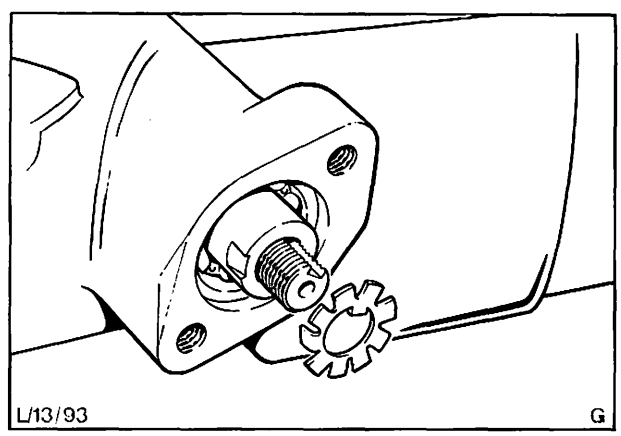

Abb. 57 Sicherungs-Zahnscheibe des Ritzellagers mit versetzter Nase
8. Die Einstellung wird bewirkt durch den inneren Laufring des Ritzellagers, der auf die Ritzelwelle geschraubt ist, Abb. 57.
9. Die Sicherungs-Zahnscheibe, die das Ritzellager sichert, ist nach innen mit einer versetzten Nase versehen, Abb. 57. Wenn man die Sicherungs-Zahnscheibe herumdreht, kann die Einstellung 18mal verändert werden. Dadurch wird jeweils ein Differenzdruck von ca. 1,7 bar (kp/cm²) bewirkt.